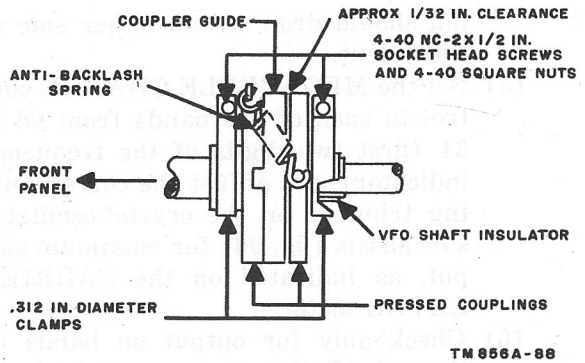

Figure 89. Oldham coupler details.
(3) Remove the antibacklash spring on the vfo shaft Oldham coupler (fig. 89), and loosen the shaft clamp nearest the front panel of receiver number one.
(4) Tune the receiver number one KILOCYCLE CHANGE shaft so that the last three number wheels on the counter read exactly 000.
(5) Once again locate the output of the vfo on the second receiver, and tune this receiver a few kc in the direction of 3.455 mc. Turn the vfo shaft so the output signal can be heard on the second receiver. Once again tune the